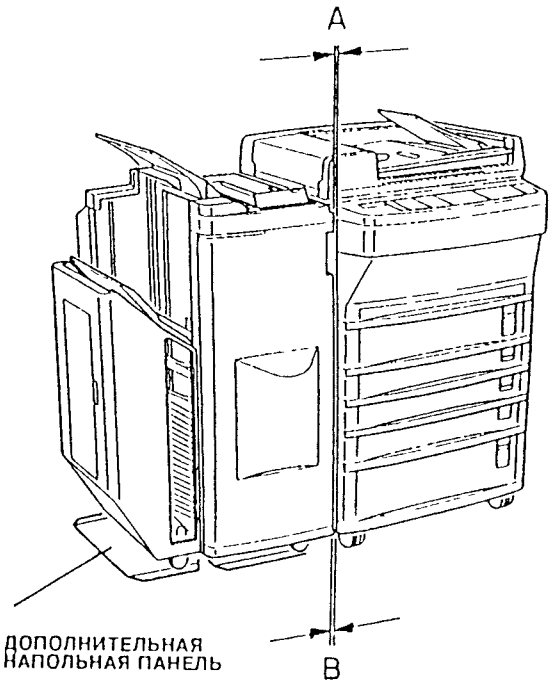

Рис. 2. Проверка зазора
1. Если сортер/автоматический сшиватель расположен на коврике, то следует установить комплект напольной панели (PL 15.1), смотрите Рис. 2. Если он установлен, то проверьте, что напольная панель установлена правильно. Убедитесь, что все роликовые опоры остаются на напольной панели при подключении сортера/автоматического сшивателя к копировальной машине и при отсоединении его от машины.
2. Если разница ширины зазора в точках A и B превышает 5 мм (Рис. 2), то следует выполнить регулировку.